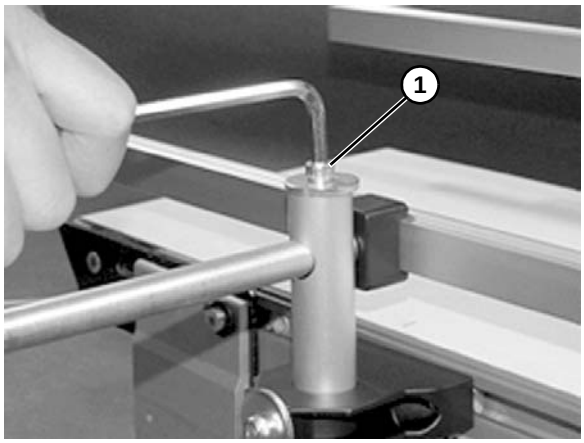

Figure 41
6. Régler la largeur à l'aide de la vis supérieure **(Figure 41, élément 1)**.